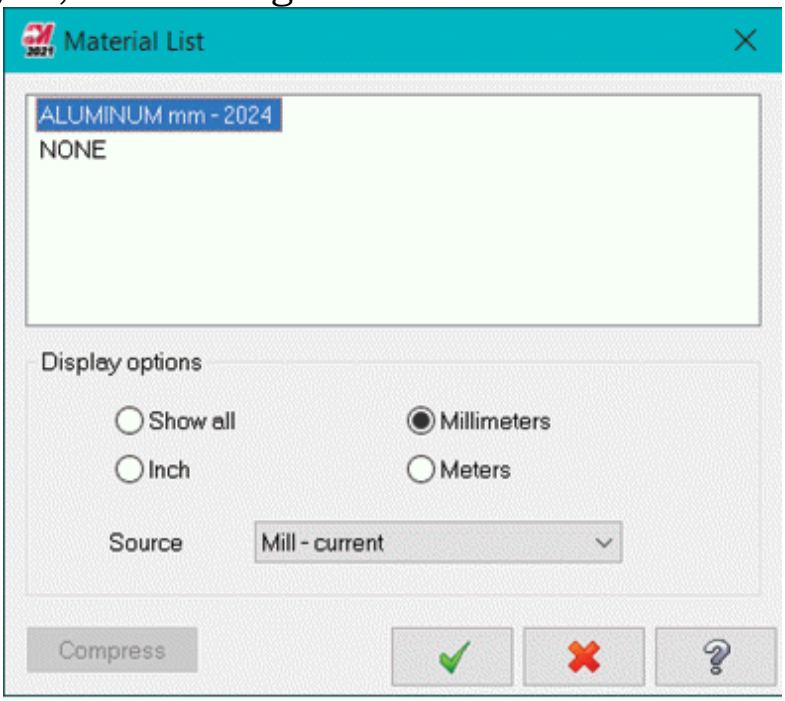

Figure-27. Material List dialog box
- Click on the **Material** tool from the **Job Setup** group in the **Machine** tab of the **Ribbon**. The **Material List** dialog box will be displayed; refer to Figure-27.